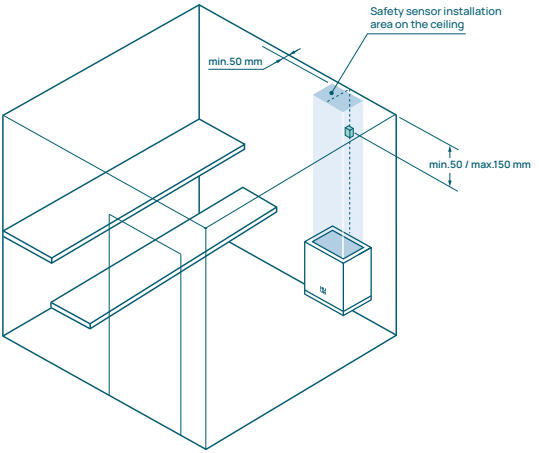

**Figure 1.** Temperature/Safety sensor placemant
***** – The minimum safety distances to the ceiling is valid only if the temperature/safety sensor is placed in the designated area on the wall or ceiling as stated in the Figure 1.